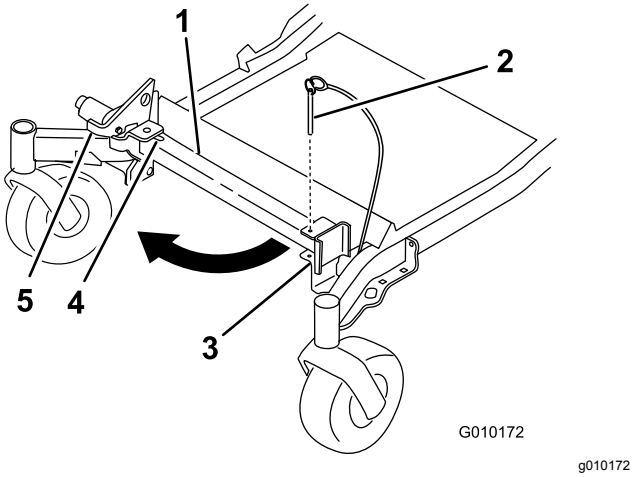
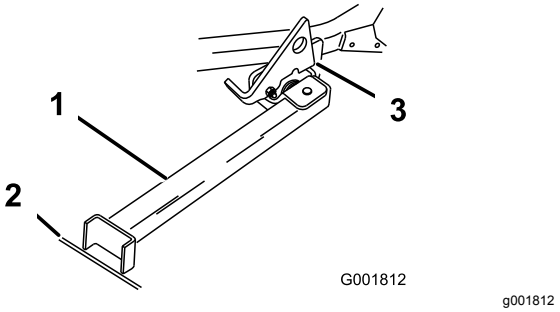

Figur 40
Figur 41
2. Ta bort fästpinnen (Figur 40).
4. För stativets fot utåt och skjut den mot maskinen, in i spårets botten (Figur 40 och Figur 41).
5. Sätt stativets fot på marken och låt spärrhaken vila på den vridbara fliken (Figur 41).
Obs: För bästa resultat ska du sätta stativfoten i en fåra i underlaget eller sticka ned den i gräsmattan (Figur 41).
7. Kör på maskinen på stativet. Stanna när spärrhaken faller ned över fliken i det låsta läget (Figur 41).
5. Återställ stativet till viloläget (Figur 40).